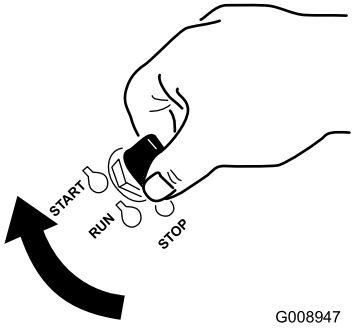

Figur 17
1. Vri tenningsnøkkelen til stillingen Start (Figur 17). Slipp nøkkelen straks motoren starter.
6. Vri tenningsnøkkelen til stillingen Start (Figur 17). Slipp nøkkelen straks motoren starter.